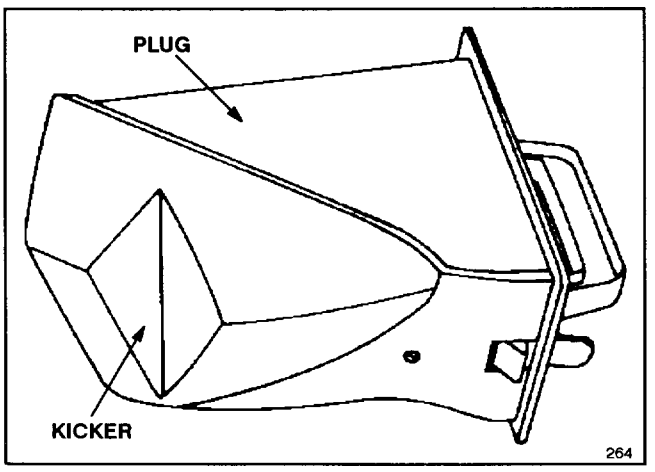

**Figure 9**
- A plug which locks into the mower's discharge tunnel (a fourth kicker is on the plug) (Fig. 9)
It is possible to mow without using the plug by closing the discharge tunnel door. However, your lawn appearance will be much more satisfactory if you use the plug as it has an additional kicker (Fig. 9) that helps drive the clippings down into the grass.